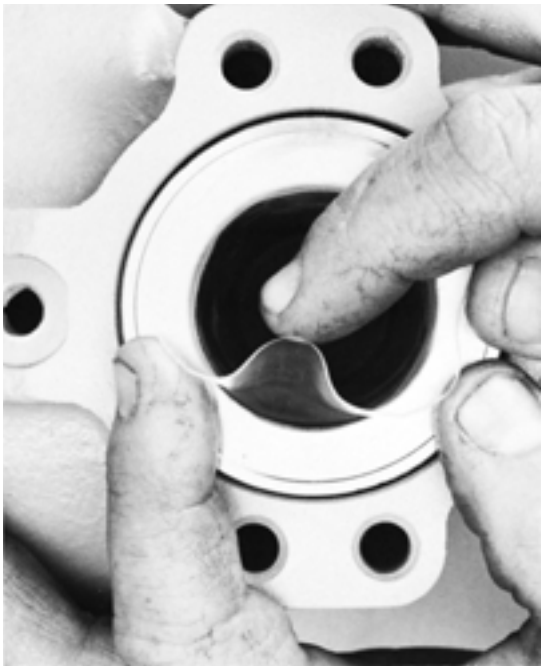

Figura 30
34. Pliegue el reborde superior del HYDRATUBE (Figura 30), centrando en posición los extremos superior e inferior. Asegúrese de que los rebordes quedan bien asentados sobre sus adaptadores respectivos.